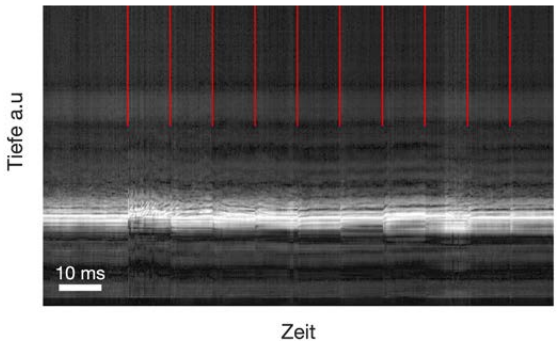

Abb. 2: OCT M-Scan mit Signal-Washouts. Rote Linien: Zeitpunkt der Laserpulse
- Test der Funktionalität durch Behandlung von ex-vivo Schweineaugen (siehe Abb. 2)
Während einer OCT-Messung mit dem aufgebauten Spektrometer wurde eine Abfolge von 10 Laserpulsen (Pulsdauer = 8 µs, Repetitionsrate = 100Hz) mit steigender Energie (12-60 µJ) auf das retinale Pigmentepithel in einem präparierten ex-vivo Schweineauge appliziert (Abb. 2). Im aufgezeichneten OCT M-Scan ist der Signal-Washout (vertikale Linie) bei jedem Laserpuls zu erkennen. Dieser entsteht durch die Bildung von Mikroblasen. Diese Signal-Washout Linien können mit einem Algorithmus automatisch detektiert und für die unmittelbare Steuerung des Behandlungslasers genutzt werden.